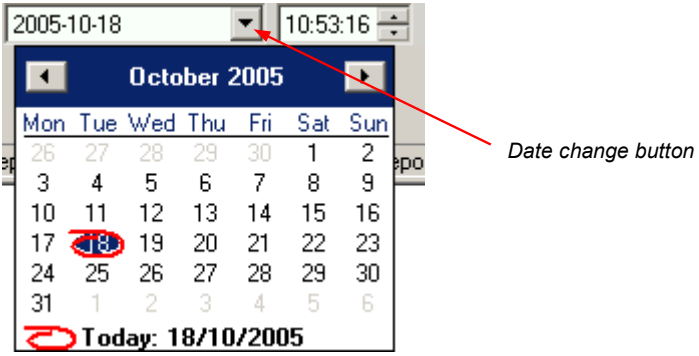

Fig. 3.4. Changing the "From date"
1) In order to change "From date" or "To date" date, click onto the arrow on right side of the date (**Fig. 3.4**). The calendar window will open: